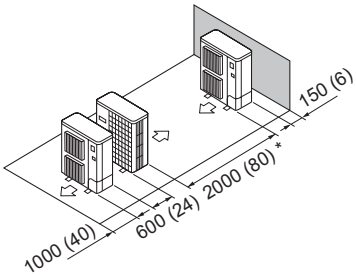

Fig. 2-16
(5) Disposition pour un seul appareil parallèle (Fig. 2-16)